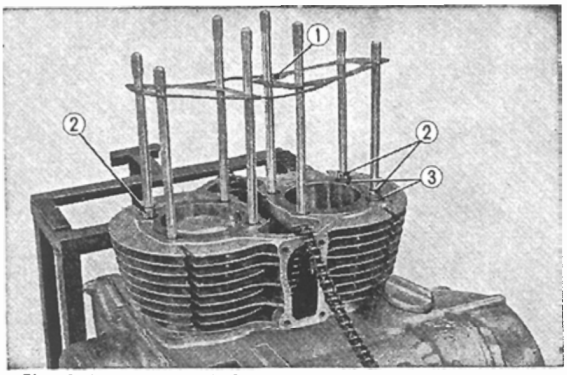

Fig. 3. 18 Insurance before reassembling the cylinder parts
b. Torquing of the head nuts should be performed starting from the inside and working outward diagonally as shown in **Fig. 3. 19.** Use a